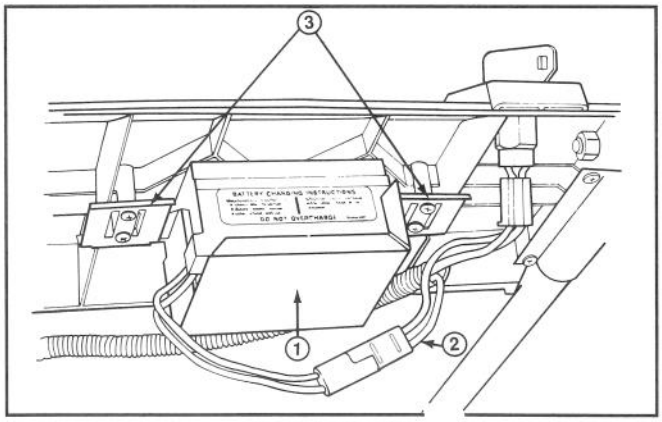

Abbildung 30
1. Den Motor abstellen und die Kabel von der Batterie trennen (Abb. 30).